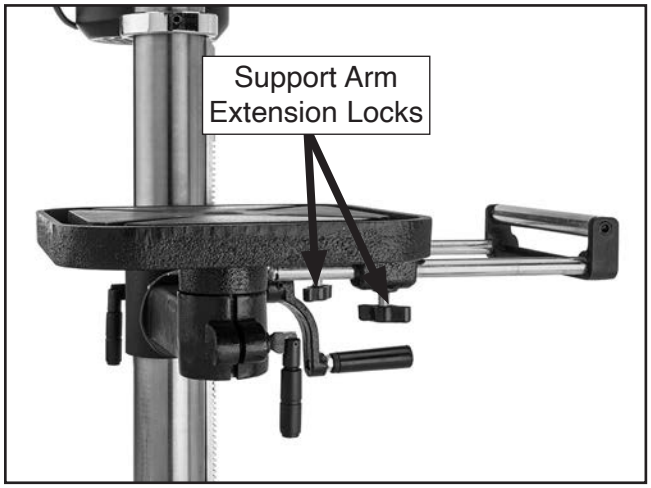

**Figure 32.** Support arm extension locks.
1. Loosen support arm extension locks (see **Figure 32**).